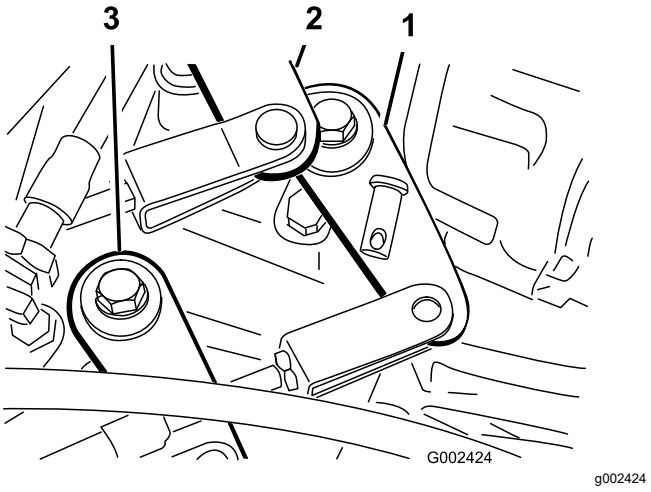

Figur 54
2. Ta bort de sprintbultar som fäster växelvajrarna på växellådans växlingsarmar (Figur 54).
1. Ta loss den sprintbult som håller hög-/lågväxelvajern vid växellådan (Figur 54).